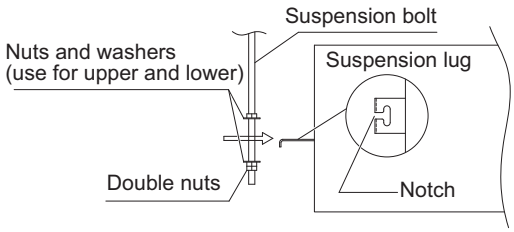

Fig. 2-142
(3) Thread the 3 hexagonal nuts and 2 washers (field supply) onto each of the 4 suspension bolts as shown in Fig. 2-142 and 2-143. Use 1 nut and 1 washer for the upper part, and 2 nuts and 1 washer for the lower part, so that the unit will not fall off the suspension lugs.